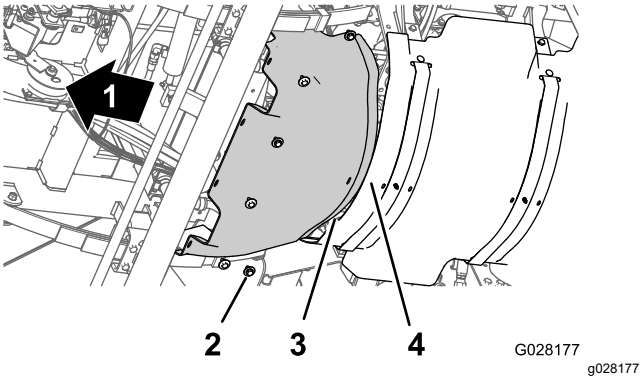

Figura 61
1. Alinee la brida trasera del protector térmico delantero sobre la brida delantera del protector térmico trasero (Figura 61).
2. Alinee los taladros del protector térmico delantero con los taladros roscados del chasis (Figura 61).
3. Monte el protector térmico delantero en la máquina con los seis pernos de cabeza hexagonal y las seis arandelas (Figura 61) que